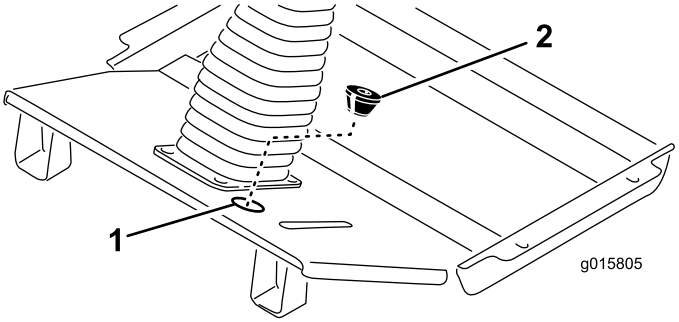

Figura 11
- Encaminhe a cablagem com os (5) conectores até à coluna de direcção e ligue-os nos conectores adequados. Prenda a cablagem com cintas de cabos à coluna de direcção.
- Insira a restante cablagem através do furo de ejecção na placa do piso (Figura 11).
- Corte uma ranhura no olhal fornecido e corte a abertura inferior (Figura 11). Com a extremidade do cone do olhal virado para baixo, enrole-o em redor do furo de ejecção na placa do piso.